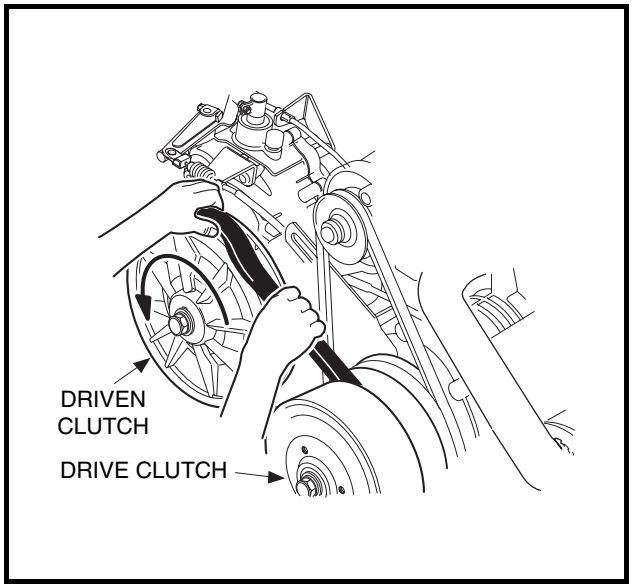

Figure 17-2 Drive Belt Removal
3. Grasp the belt midway between the drive and driven clutches. Lift upward on the belt to force the sheaves of the DRIVEN clutch apart, then roll the belt off the DRIVEN clutch by rotating the clutch counterclockwise **(Figure 17-2, Page 17-3)**. **See following CAUTION.**